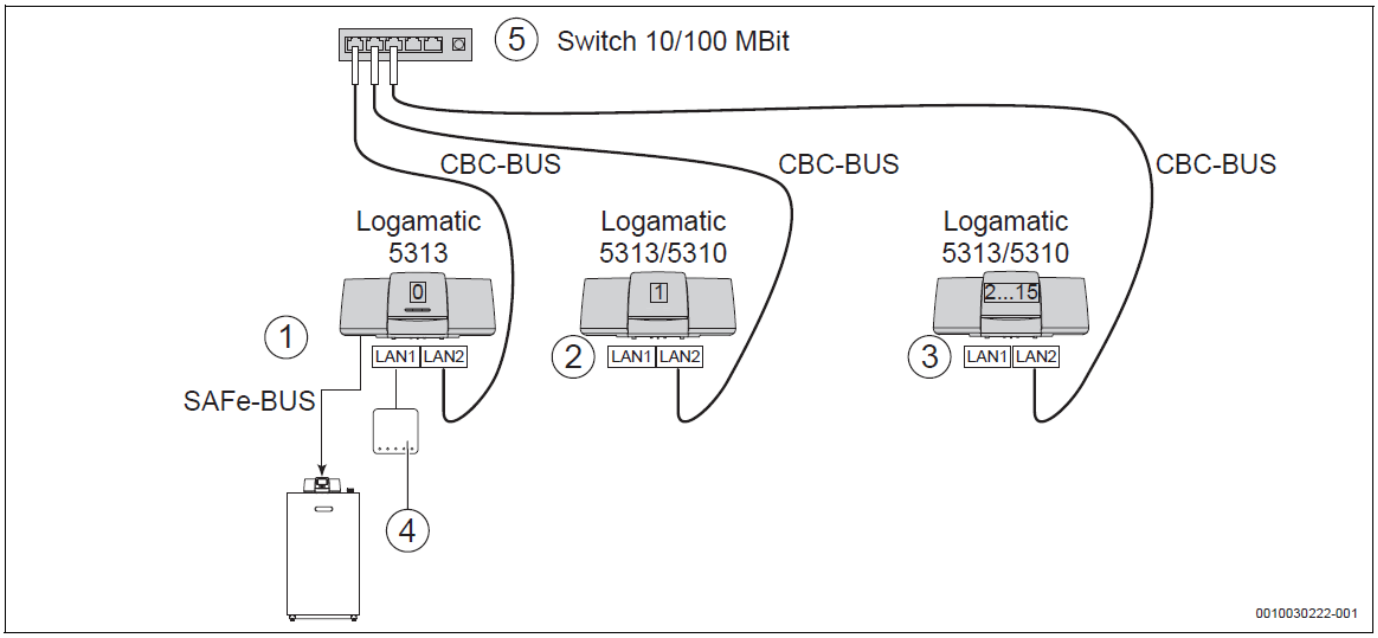
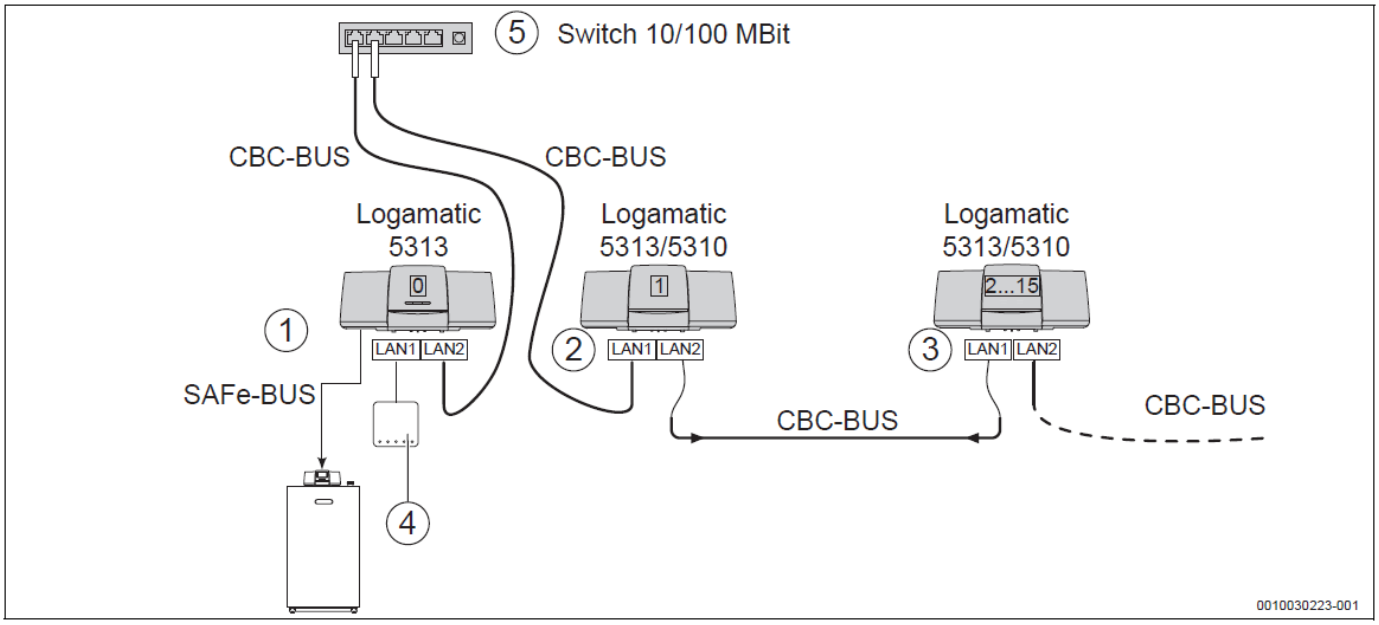

Рис. 6 Варіант 2: Шина CBC-BUS з зіркоподібним підключенням
Рис. 7 Варіант 3: Шина CBC-BUS з зіркоподібним та лінійним / послідовним підключеннням
- Підключення систем керування (абонентів BUS-шини) здійснюється послідовно в ряд. Зіркоподібне підключення можливо за допомогою встановлення на місці монтажу стандартного мережевого комутатора на 10/100 Мбіт (→ Рис. 6, Стор. 13 та Рис. 7, Стор. 13). Перевага зіркоподібного підключення полягає в тому, що у випадку розриву лінії шини BUS припиняється обмін даними тільки з однією окремою системою керування, а в послідовному підключенні може зникнути зв'язок з декількома системами керування.